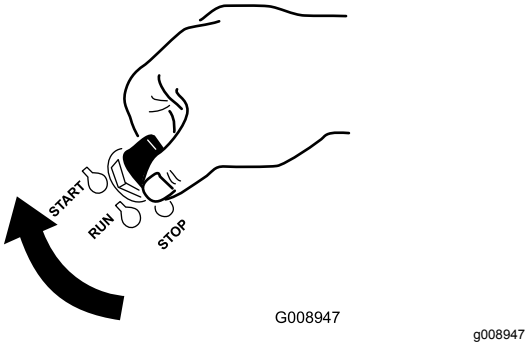

Figur 30
1. Vri nøkkelen til START-stillingen (Figur 30).